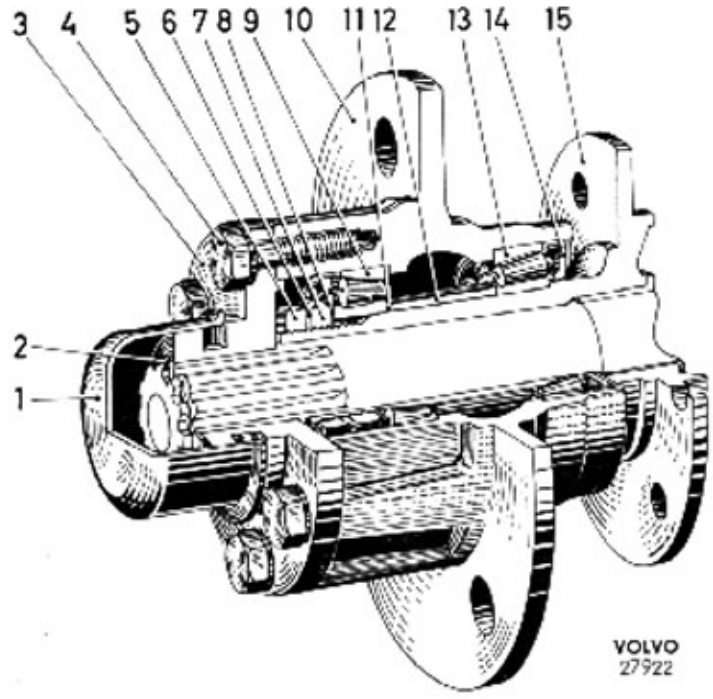

Bild 77-3. Framhjulsnav
Framhjulsnavet, bild 77-3, är lagrat på hjulspindeln (15) med två koniska rullager (9 och 13). Mellan lagren finns en distanshylsa (12) och justermellanlägg (11). Navet låses med muttrarna (5 och 7). Oljetätningen utgöres av tätningsring (14).